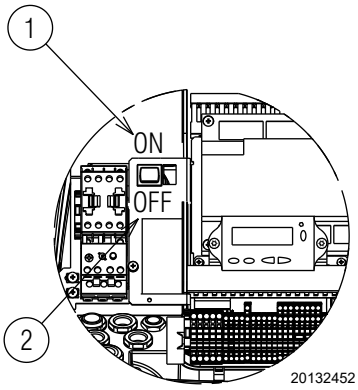

Fig. 25
Close the thermostats/pressure switches and set the switch of Fig. 25 to "1/ON".
- put the switch of Fig. 25 to "2/OFF" and wait until the control box carries out the switching off phase;